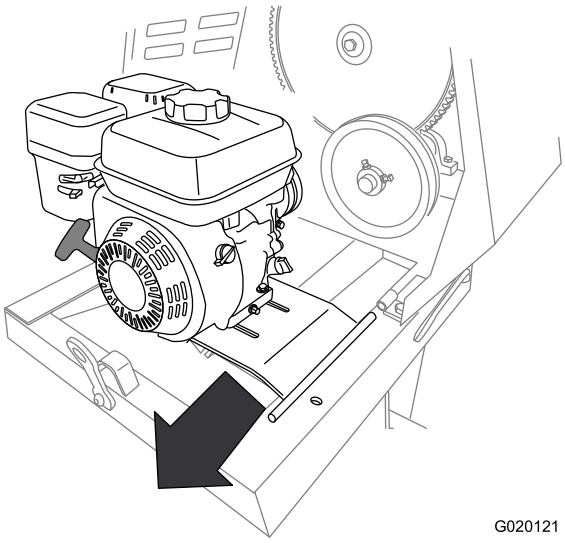

Figure 62
9. Slide the engine deck rearward and out from the forward hinge bracket (Figure 62).
10. Remove the engine and engine deck from the machine (Figure 62).
2. Align the pivot on the engine deck with the forward hinge bracket (Figure 62).
3. Slide the engine deck forward and the pivot into the forward hinge bracket (Figure 62).
4. Align the rear hinge bracket with the pivot on the engine-deck hinge (Figure 62).